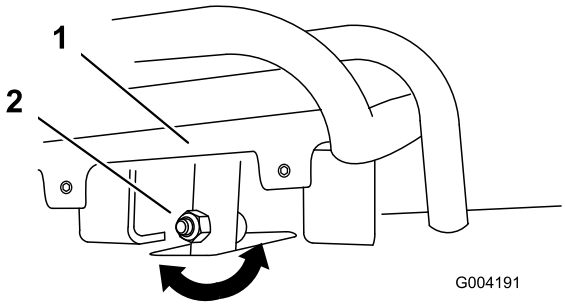
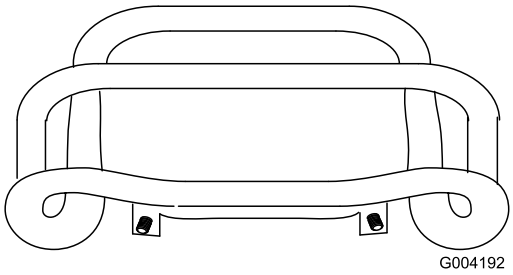

Figur 50
Figur 51
4. Om drivreglagets främre del inte ligger tätt intill och i rät vinkel mot referensstaven lossar du flänsmuttern och skruven på drivreglagets skaft (Figur 50).
5. Justera drivreglaget så att det ligger tätt intill mot referensstaven när det dras rakt bakåt (Figur 50 och Figur 51).